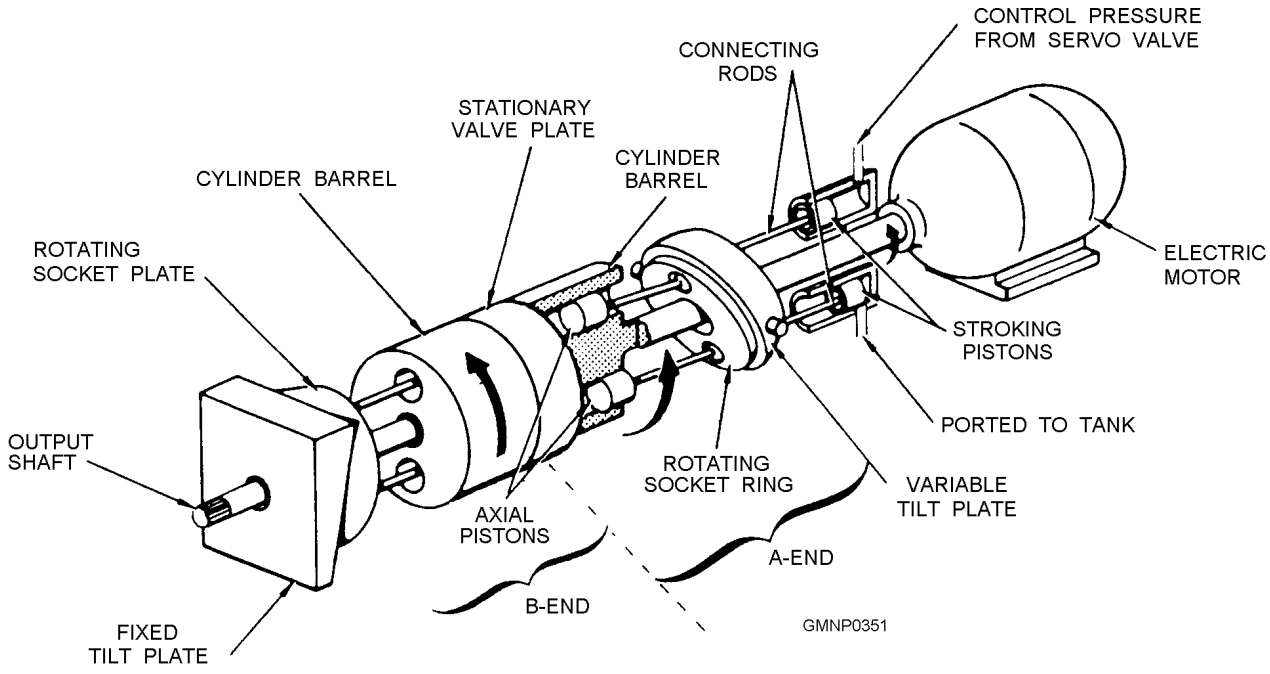

**Figure 6-4.—CAB unit (mechanical schematic).**
The cylinder barrel in the A-end (fig. 6-4) contains nine pistons located axially around the drive shaft. The pistons reciprocate (move back and forth) within the cylinder bores, drawing fluid in during 180-degree rotation of the A-end and discharging fluid during the other 180-degree rotation. The volume of fluid pumped depends on the length of piston travel in the cylinder bore, which is determined by the angle of the variable tilt plate. Two stroking pistons, one on each side of the tilt plate, control the tilt plate angle.
**B-END**.—The B-end, with its fixed position tilt plate, operates in a reverse manner from the A-end, converting fluid flow into rotary motion. When fluid output from the A-end piston is applied to the B-end piston, the resultant thrust of the ball-end connecting rod against the inclined socket ring causes the socket ring to rotate. A universal joint connects the socket ring to the B-end output shaft so that both the output shaft and the cylinder barrel rotate with the socket ring (fig. 6-4). The cylinder barrel rotates against the two crescent-shaped ports in the valve plate. One port supplies A-end fluid to the axial pistons for a thrust stroke, the other port receives displaced fluid from the pistons on the retract stroke. During continuous rotation of the B-end, hydraulic fluid from the A-end is applied to the piston for the thrust stroke. As the cylinder bore moves past the land separating the two ports, fluid empties into the discharge port as the piston moves in the retract stroke. The discharge port for the B-end, which is replenished with supercharge fluid, connects to the intake port for the A-end. This action keeps hydraulic fluid in the CAB unit circulating within a closed loop, with only supercharge fluid replenishing fluid lost through slippage.